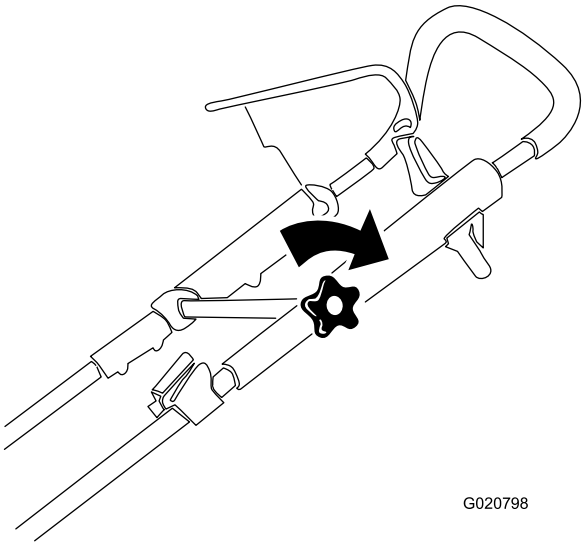

Figur 4
3. Flytta det övre handtaget till önskat läge och dra åt det övre handtagsvredet ordentligt (Figur 4).